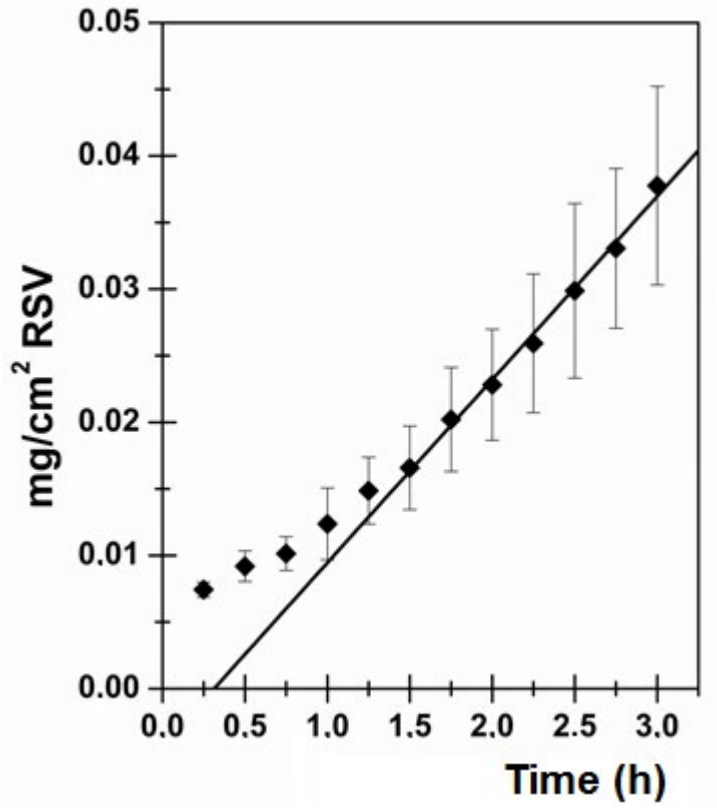

Figure S1. RSV permeation profile: amount of RSV permeated per unit area as a function of incubation time.
- **Figure S1:** RSV permeation profile: amount of RSV permeated per unit area as a function of incubation time